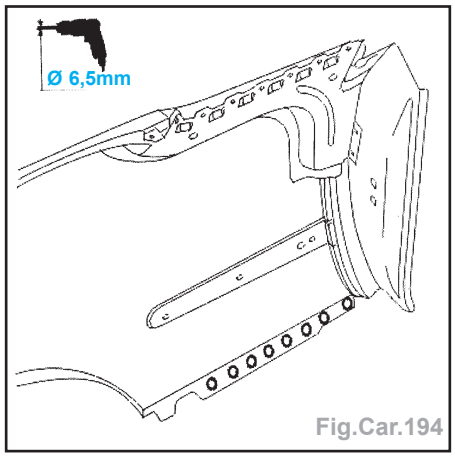

Fig.Car.194
- Percer sur le pourtour de l'aile, des trous de Ø 6,5 mm pour soudage ultérieur par points bouchons (Fig.Car.194, 195 et 196).